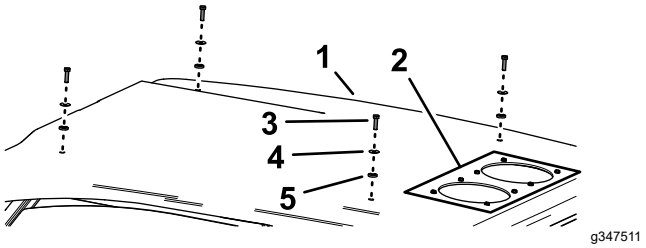

Bild 31
1. Entfernen Sie die vier Schrauben, vier Unterlegscheiben und die vier Dichtungen, mit denen das Dach an der Kabine befestigt ist (Bild 31).
4. Montieren Sie das Dach mit den vier Schrauben, vier Unterlegscheiben und vier Dichtungen (Bild 31), die Sie in Schritt 1 entfernt haben, auf der Kabine.